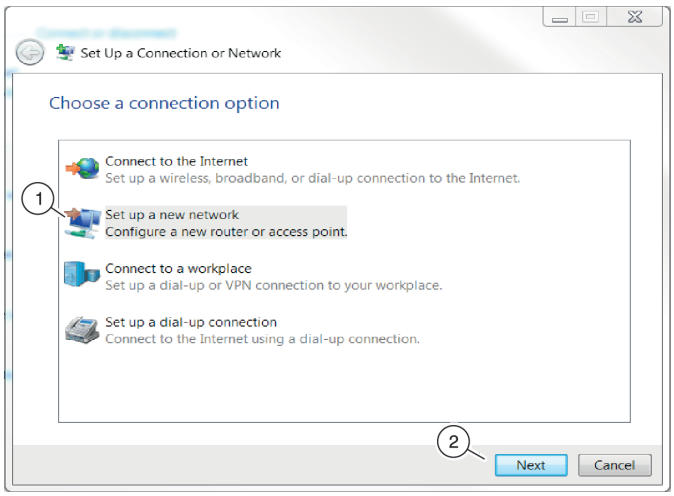

Fig. 38: Setting up a new network
3. Highlight *'Set up a new network'* (Fig. 38/1) and click *'Next'* (Fig. 38/2) to select it.